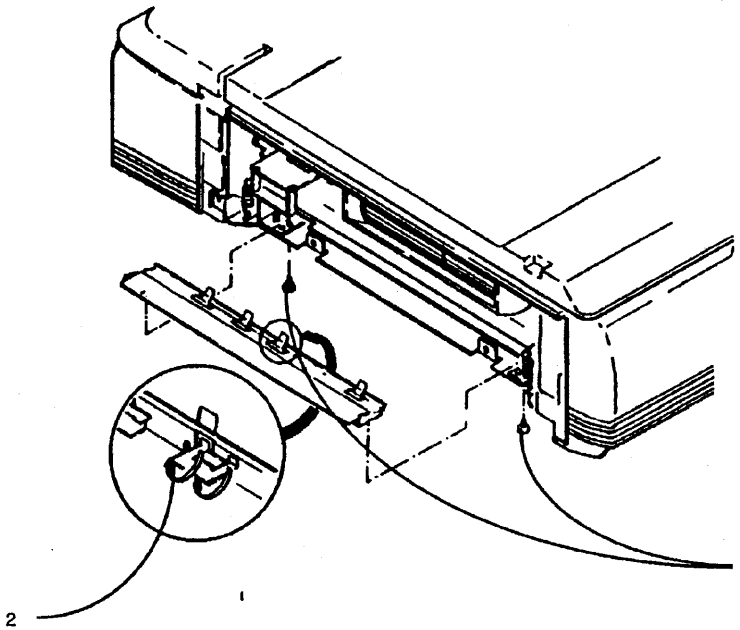

Рисунок 1. Снятие пальцев отделения
2. (рис. 1) Снимите пальцы отделения.